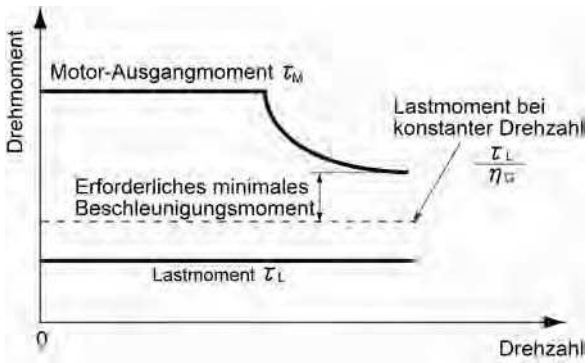

Abbildung 7.4 Fallstudie des erforderlichen minimalen Beschleunigungsmoments
2) Berechnung des erforderlichen minimalen Beschleunigungsmoments (siehe Abbildung 7.4)